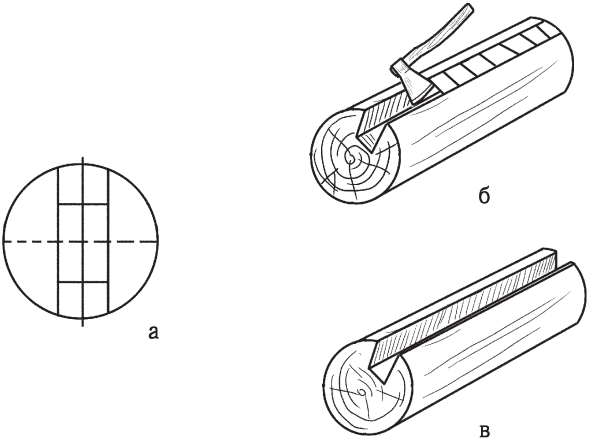

Рис. 76. Выполнение выборки прямоугольного паза: а — разметка; б — выборка; в — готовый паз
7. Выборка прямоугольного паза (рис. 76) — тоже довольно встречающийся вид плотницких работ.